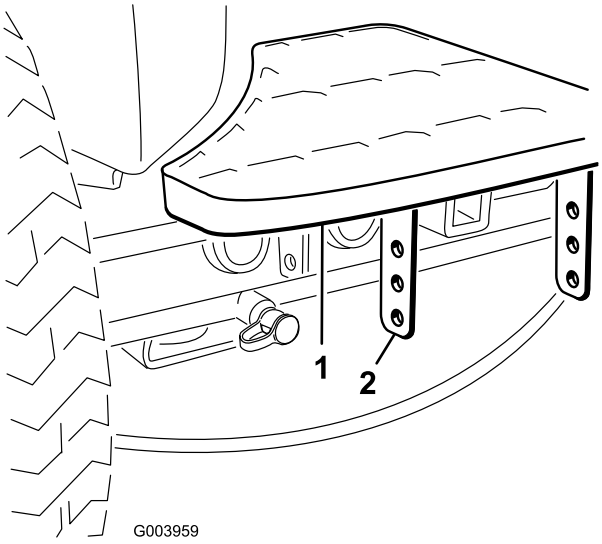

**Figuur 2**
1. Verwijder de 2 bouten en moeren waarmee de beugels van de treeplank zijn bevestigd aan het frame van de tractie-eenheid (Figuur 2)